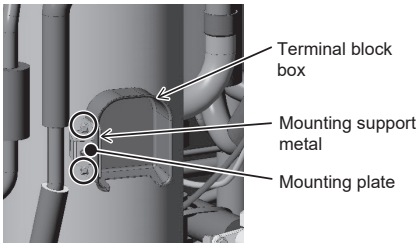

Figure 6
(6) Remove the cover of the compressor terminal block box, mounting support metal, and the mounting plate by unscrewing the two screws. (See Figure 6.) (For EP models only)